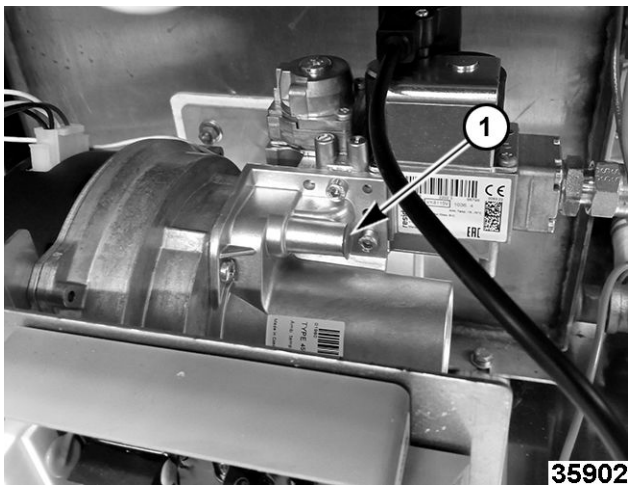

**Fig. 51**
A. Remove cap over throttle screw (Fig. 51).